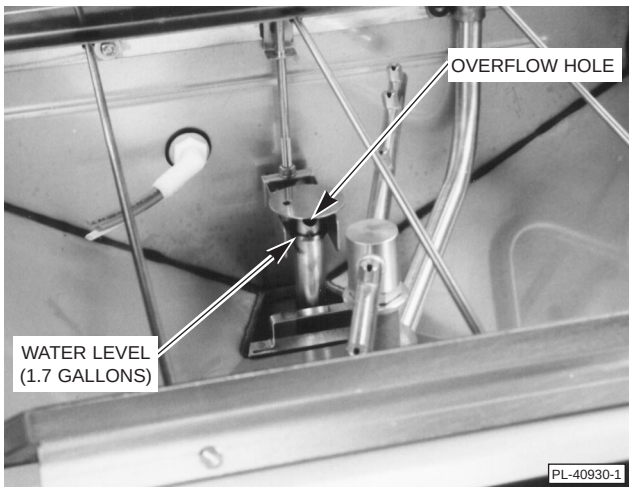

**Fig. 14**
4. The ***Fill/Flush*** cam controls power to the fill valve. During the last three seconds of drain time, the fill valve opens to provide a fresh water flush of the wash chamber. This flush time may be increased or decreased, as required by local operating conditions, by rotating the right half of the cam. At 20 psig flowing pressure, the required quantity of water, 1.7 gallons, is allowed to flow into the dishwasher. If flowing pressure is different than 20 psig (or if drain flush time has been changed), the fill time will need to be increased or decreased to allow the dishwasher to operate with a minimum of 1.7 gallons of water. Reference Fig. 14 (page 10) to identify the required 1.7 gallons Water Level Mark.
To initially fill the machine, press the *POWER* switch On and press and hold the *DRAIN/FILL* switch on Fill for approximately ten seconds. Water level should be at the bottom of the ring on the drain tube (1.7 gallons) (Fig. 14). (Water to the top of the ring would be 1.9 gallons, and to the bottom of the overflow hole would be 2.3 gallons.) The overflow hole will automatically drain any excess water.